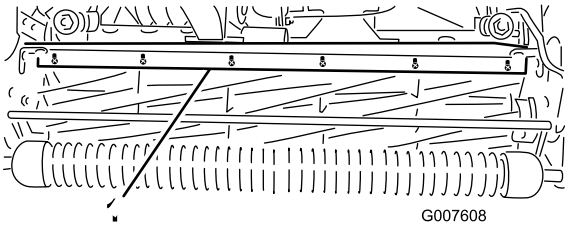

Figur 56
1. Løsne skruene som fester den øverste stangen (Figur 56) til klippeenheten.